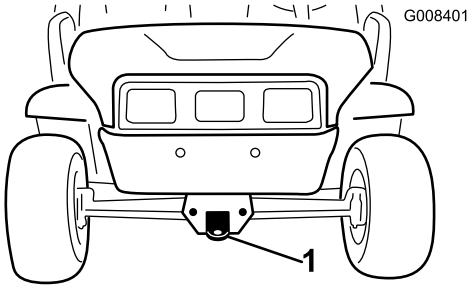
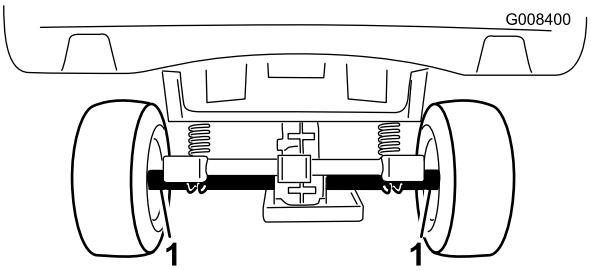

Figur 23
Figur 24
Bruk en tilhenger for å flytte maskinen store avstander. Pass på at maskinen er godt festet til tilhengeren. Se Figur 24 og Figur 23 for informasjon om festepunktene på maskinen.
2. Fest et tau til tungen på frontrammen (Figur 23).